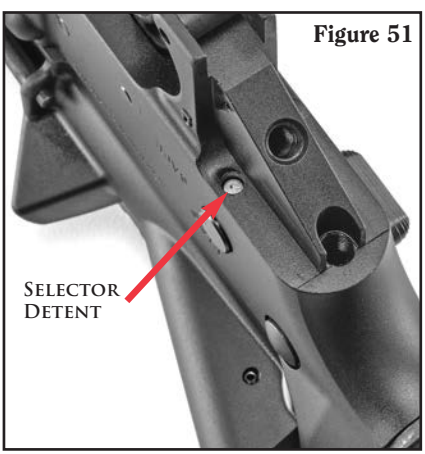

Figure 51
CAUTION: The pistol grip retains the safety selector detent and spring. Be careful to retain both of these parts as they may fall loose when the pistol grip is removed. (See Figure 51.) With the selector spring and detent removed, the safety selector may also fall out of the receiver.
2. Ensure that the safety selector detent is properly installed (Figure 51, p. 40) and insert the safety selector spring in the corresponding hole in the pistol grip.